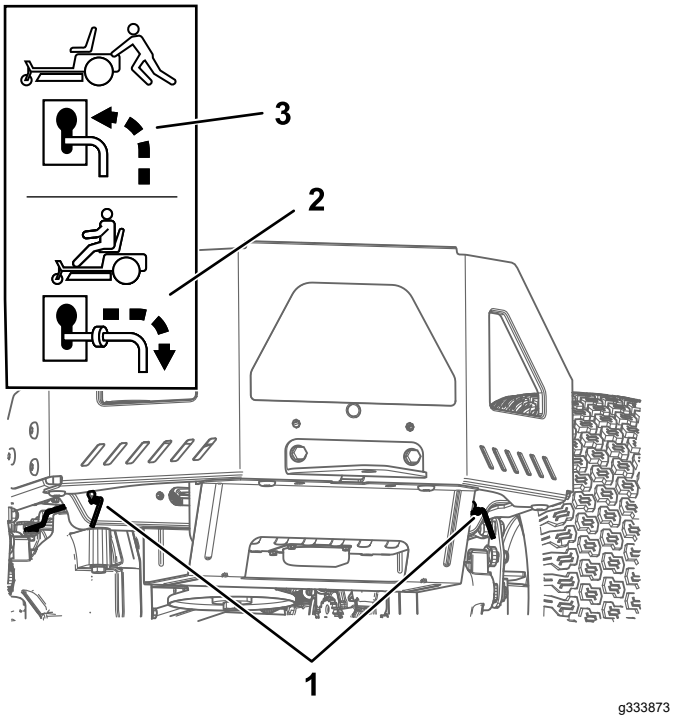

Rysunek 31
4. Przestaw obie dźwignie obejścia do przodu przez otwór z wycięciem i do dołu, blokując je w tym położeniu (Rysunek 31).